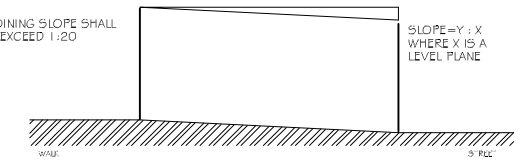

FIG. 11
4.7.2 SLOPE. SLOPES OF CURB RAMPS SHALL COMPLY WITH 4.5.2. THE SLOPE SHALL BE MEASURED AS SHOWN IN FIG. 11. TRANSITIONS FROM RAMPS TO WALKS, GUTTERS OR ROADS SHALL BE FLUSH AND FREE OF ABRUPT CHANGES. MINIMUM SLOPES OF ADJOINING SURFACES SHOULD SURPASS MINIMUM BY AT LEAST 50% OF THE CURB RAMP, OR ACCIDENTAL FALL SHALL NOT EXCEED 1:20.